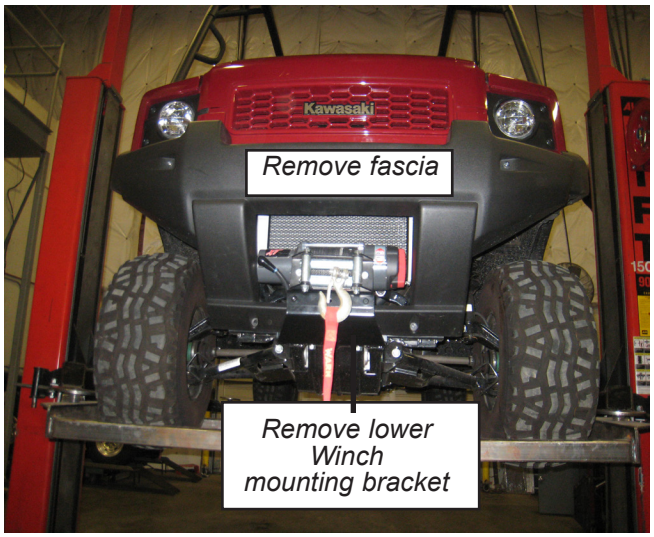

*Figure 1*
1. Prior to installing the plow mount, the vehicle must be prepped. Remove the plastic fascia or any aftermarket installed bumper from the front brush guard. The parts will interfere with plow operation. If vehicle is equipped with a Warn winch mount, it will be necessary to remove the lower half of the winch mount first to remove plastic fascia. See figure 1.